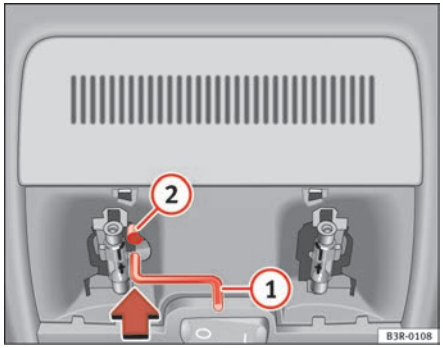

Fig. 84 Details of headliner: Crank handle for manual operations
- Insert the crank handle (1) all the way into the hexagonal socket (2) ⇒ fig. 84.